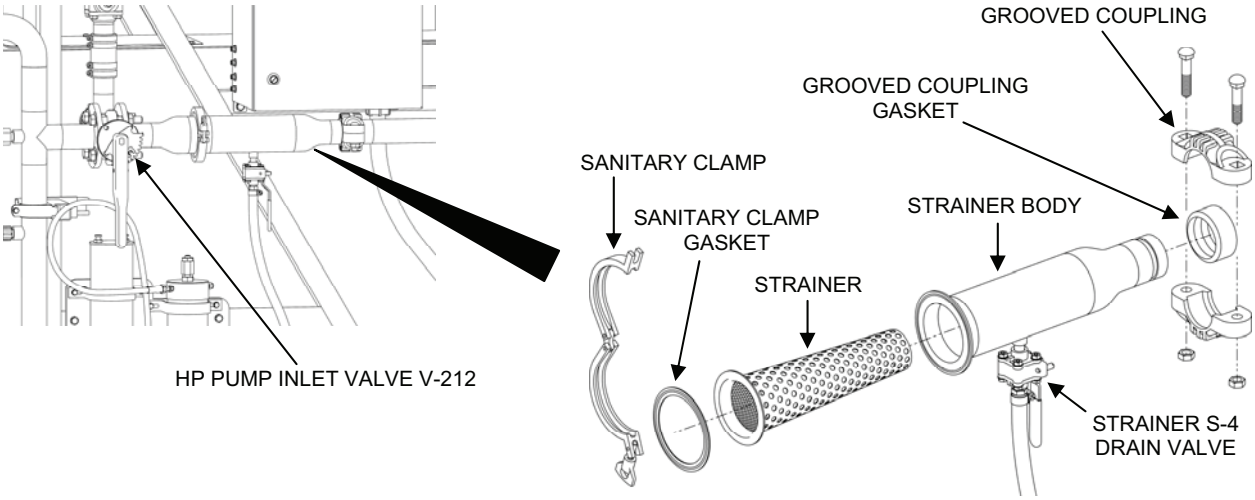

Figure 2. Inline RO Strainer S-4 Removal.
4. Remove the strainer as follows (Figure 2):